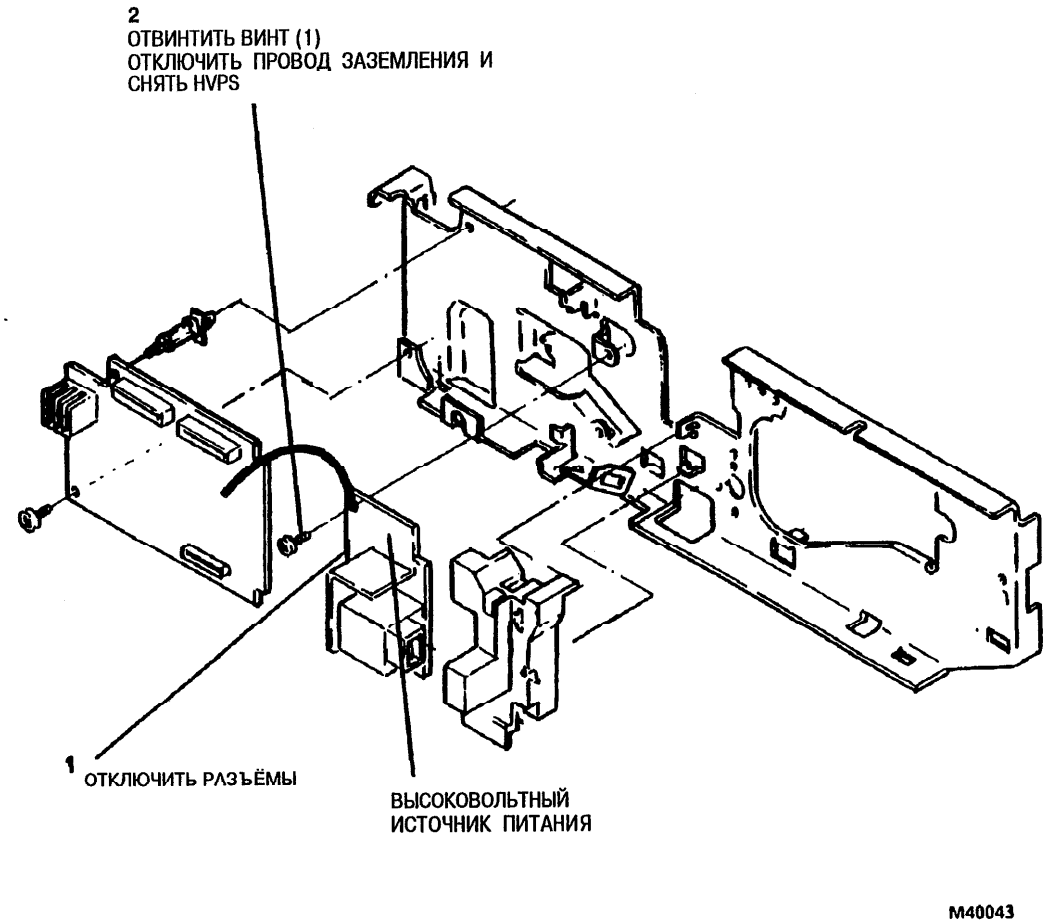

Рис. 1. Снятие HVPS
2. (Рис. 1): Снять высоковольтный источник питания.